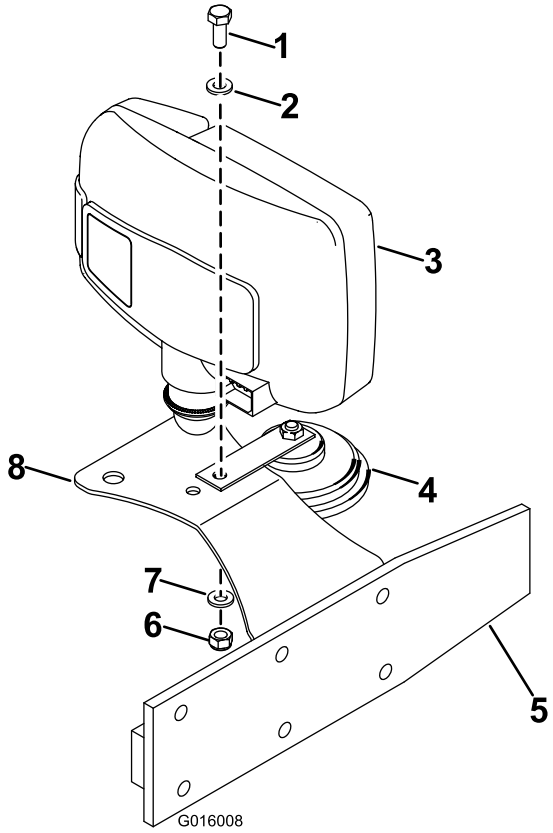

**Figura 7**
5. Monte el claxon en el soporte izquierdo según se muestra en Figura 7. Sujételo con un perno (M8 x 20), 2 arandelas (M8) y una tuerca (M8).